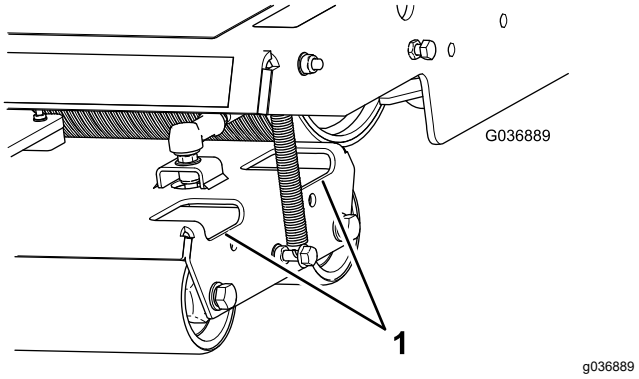

Rysunek 40
2. W razie potrzeby walce należy oczyścić z brudu i resztek, wtryskując wodę przez otwory w ich obudowach (Rysunek 40).